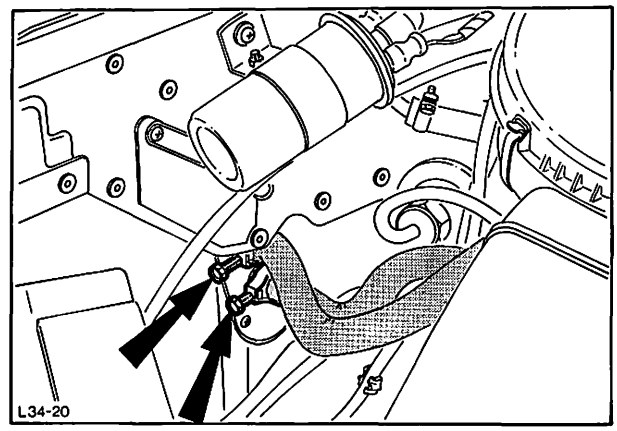

Abb. 21 Heißwasserschläuche lösen
3. Klemmschellen der beiden Heißwasserschläuche am Wärmetauscher lösen. Unteren Schlauch zuerst abziehen und Kühlmittel in einen dafür geeigneten Behälter ablassen. Anschließend oberen Schlauch abziehen, Abb. 21. Schläuche mit Öffnung nach oben im Motorraum festklemmen.